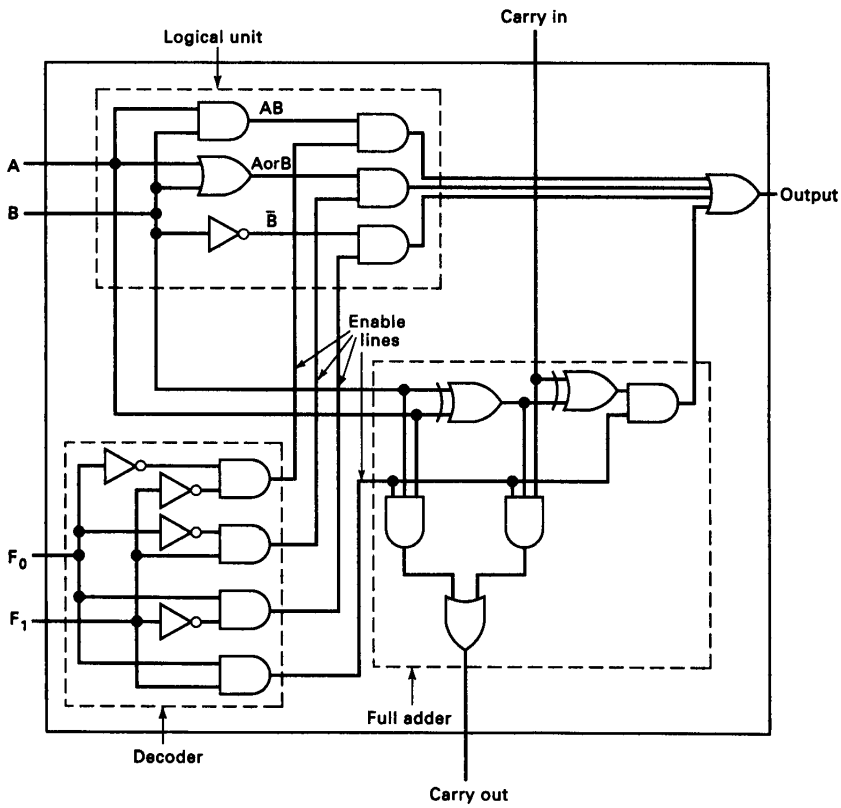

Figure 1: 1-bit ALU
8. Redesign the 1-bit ALU in Figure 1 below so that the functions performed, as specified by the 2-bit control inputs F_1F_0 are those shown in the folowing table: